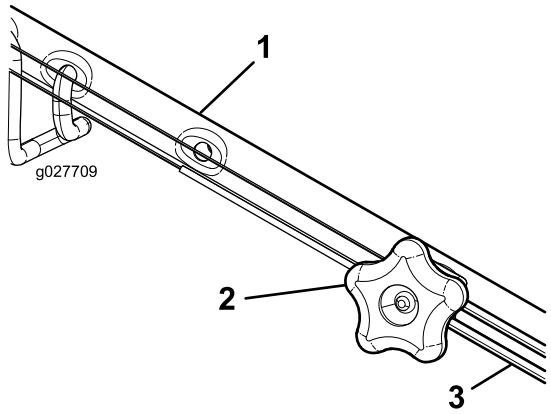

Figuur 39
1. Draai de stelknop linksom om het afstelmechanisme van de kabel los te zetten (Figuur 39).
2. Stel de kabelspanning af (Figuur 39) door de kabel naar achteren of naar voren te bewegen en hem in deze positie te houden.